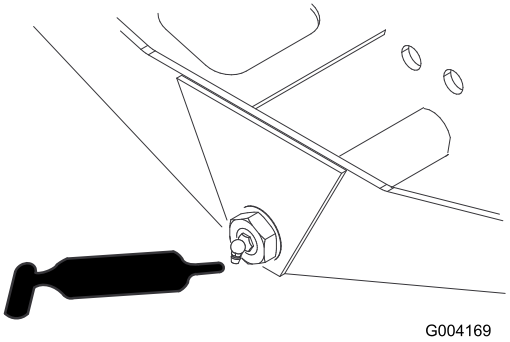

Figur 52
- Akselstyretap (1) (Figur 52)